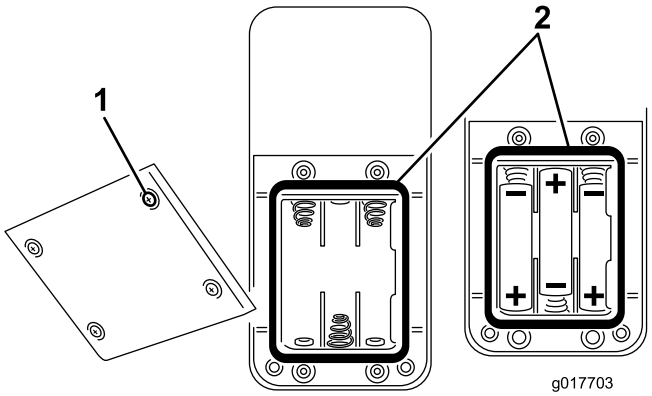

Figuur 32
2. Als u batterijen in een leeg batterijvak plaatst, breng dan drie nieuwe AAA-batterijen aan. Plaats de batterijen zoals wordt getoond in Figuur 32.
3. Als u lege batterijen vervangt, verwijder dan de oude batterijen en plaats drie nieuwe AAA-batterijen. Plaats de batterijen zoals wordt getoond in Figuur 32.